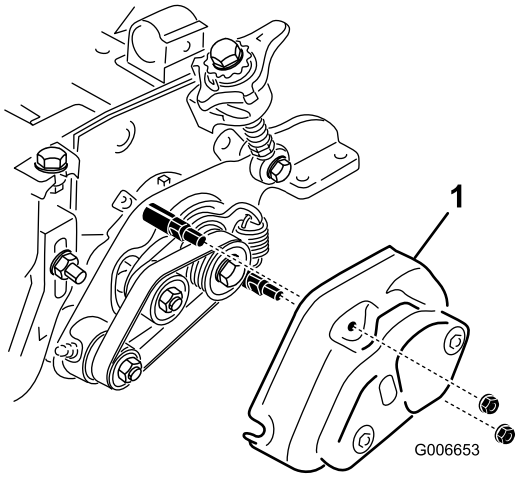

図 49
8. グルーマとローラブラシカバーについているナット図 49が締め付けすぎになっていないことを確認する。